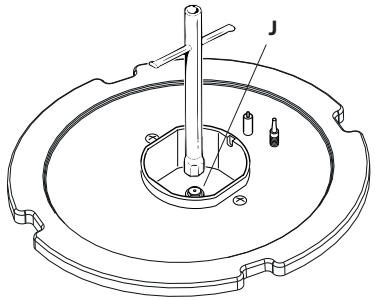

Fig. 2.2a
- Brug en svensknøgle til at udskifte dysen "**J**" (figs. 2.2a, 2.2b, 2.2c, 2.2d) med dyser, der passer til valgt gasform.